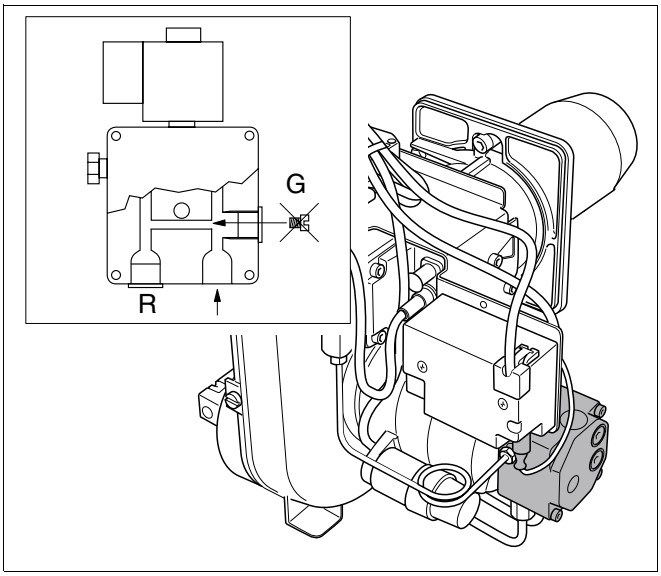

Рис. 5 Однотрубная система – дополнительные работы
– Подключить обратную линию "R" (рис. 5) к топливному насосу.
– На топливном насосе удалить винт "G" (рис. 5). Для этого открыть топливный насос.